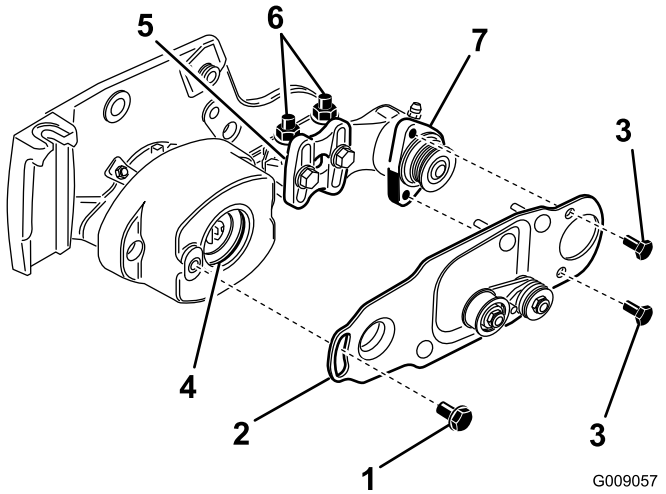

Bild 17
7. Entfernen Sie die zwei Kopfschrauben, mit denen die Schwenkplatte der Rollenbürste am Lagergehäuse befestigt ist (Bild 17).
8. Entfernen Sie die zwei Ansatzschrauben, mit denen die Schwenkplatte der Rollenbürste am Lagergehäuse befestigt ist (Bild 17).
9. Nehmen Sie die Schwenkplatte ab, an der noch die Spannscheibe befestigt ist (Bild 17).